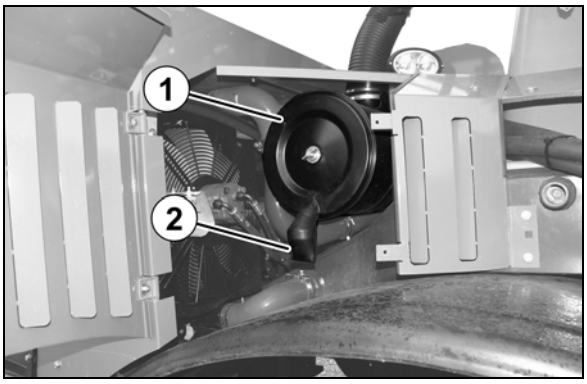

Rys. 144
- Opróżnić zawór usuwania pyłu (Rys. 144/4) poprzez ściśnięcie szczeliny usuwania.